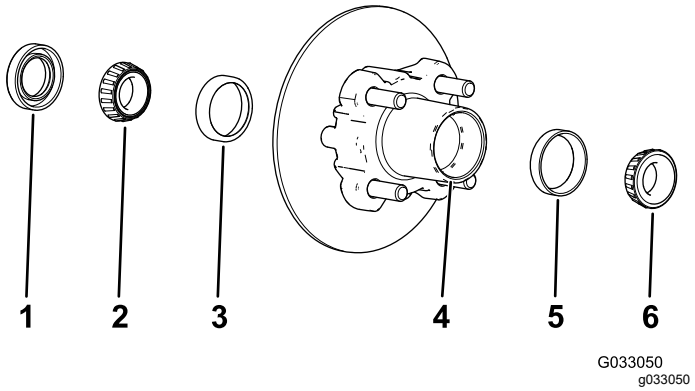

Figur 32
1. Avlägsna det yttre lagret och lagerbanan från navet (Figur 32)
2. Ta bort tätningen och det inre lagret från navet (Figur 32)
5. Avlägsna allt fett, smuts och skräp från håligheten i navet (Figur 32).
7. Fyll navets hålighet till 50–80 % med angivet fett (Figur 32).
8. Montera det inre lagret på banan på navets insida, och montera tätningen (Figur 32).